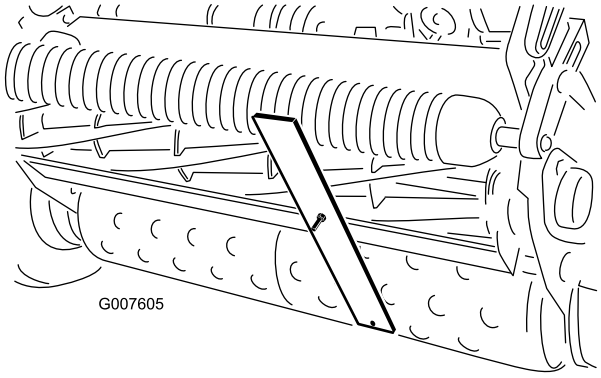

Figur 43
4. Hægt skruehovedet på bundknivens æg, og lad den bageste ende af stangen hvile på bagrullen (Figur 43).